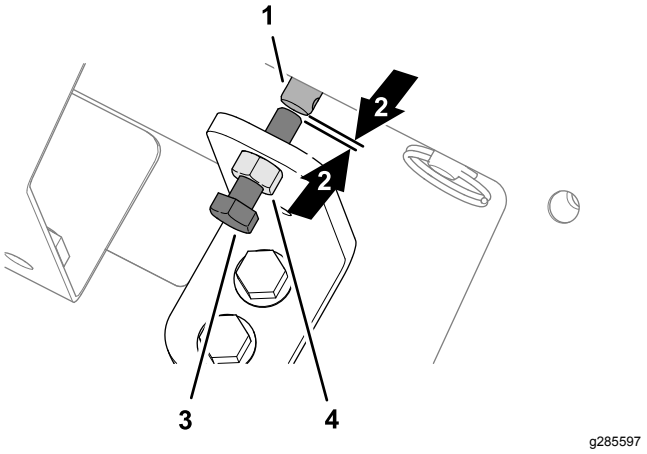

Figur 34
1. Løsne låsemutteren på den manuelle overstyringsbraketten (Figur 34).
2. Roter sekskantskruen for ventiloverstyringen mot klokken til du ser et lite mellomrom mellom enden av skruen og enden av stammen til gulvhastighets-solenoiden (Figur 34).
3. Stram til låsemutteren (Figur 34).